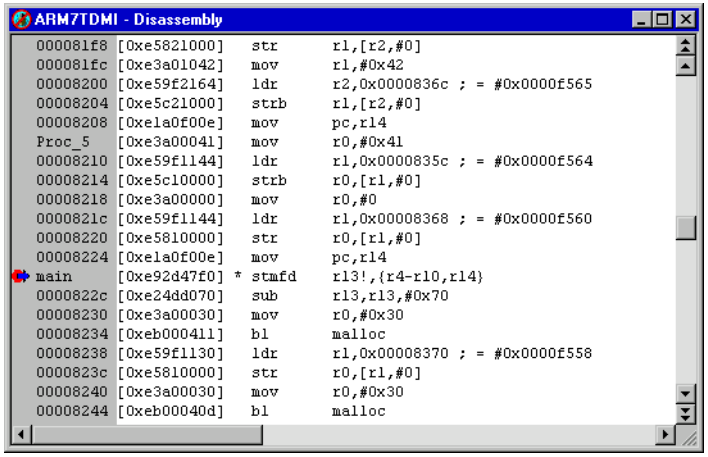
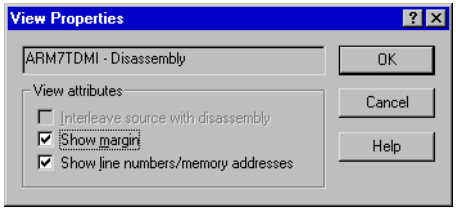

**Figure 5-51 Disassembly processor view**
**Figure 5-55 Disassembly View Properties dialog**
A typical Disassembly processor view is shown in Figure 5-51. This is the display format you see if you have both **Show margin** and **Show addresses** selected on the Properties dialog obtained from the pop-up menu (see Figure 5-55 on page 5-43).
**Properties...** Select this option to display the View Properties dialog shown in Figure 5-55.